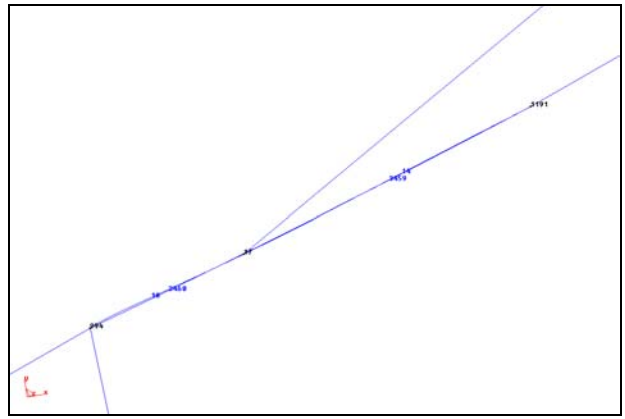

Figure 10. The zone after cutting line 2869 at point 17.
4. Then select line 2869. Press **ESC**. After the cut is made, the result will be as illustrated in Figure 10.